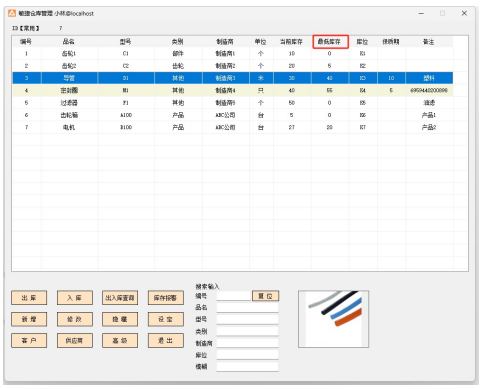

图 17-2
17.2 主窗口、出入库查询的窗口，在列表头按下鼠标，可以拖动列。如下图（图 17-2、最低库存在第 8 列，在备注之前），拖动后变为到图（17-3、最低库存在第 9 列，在备注之后）。